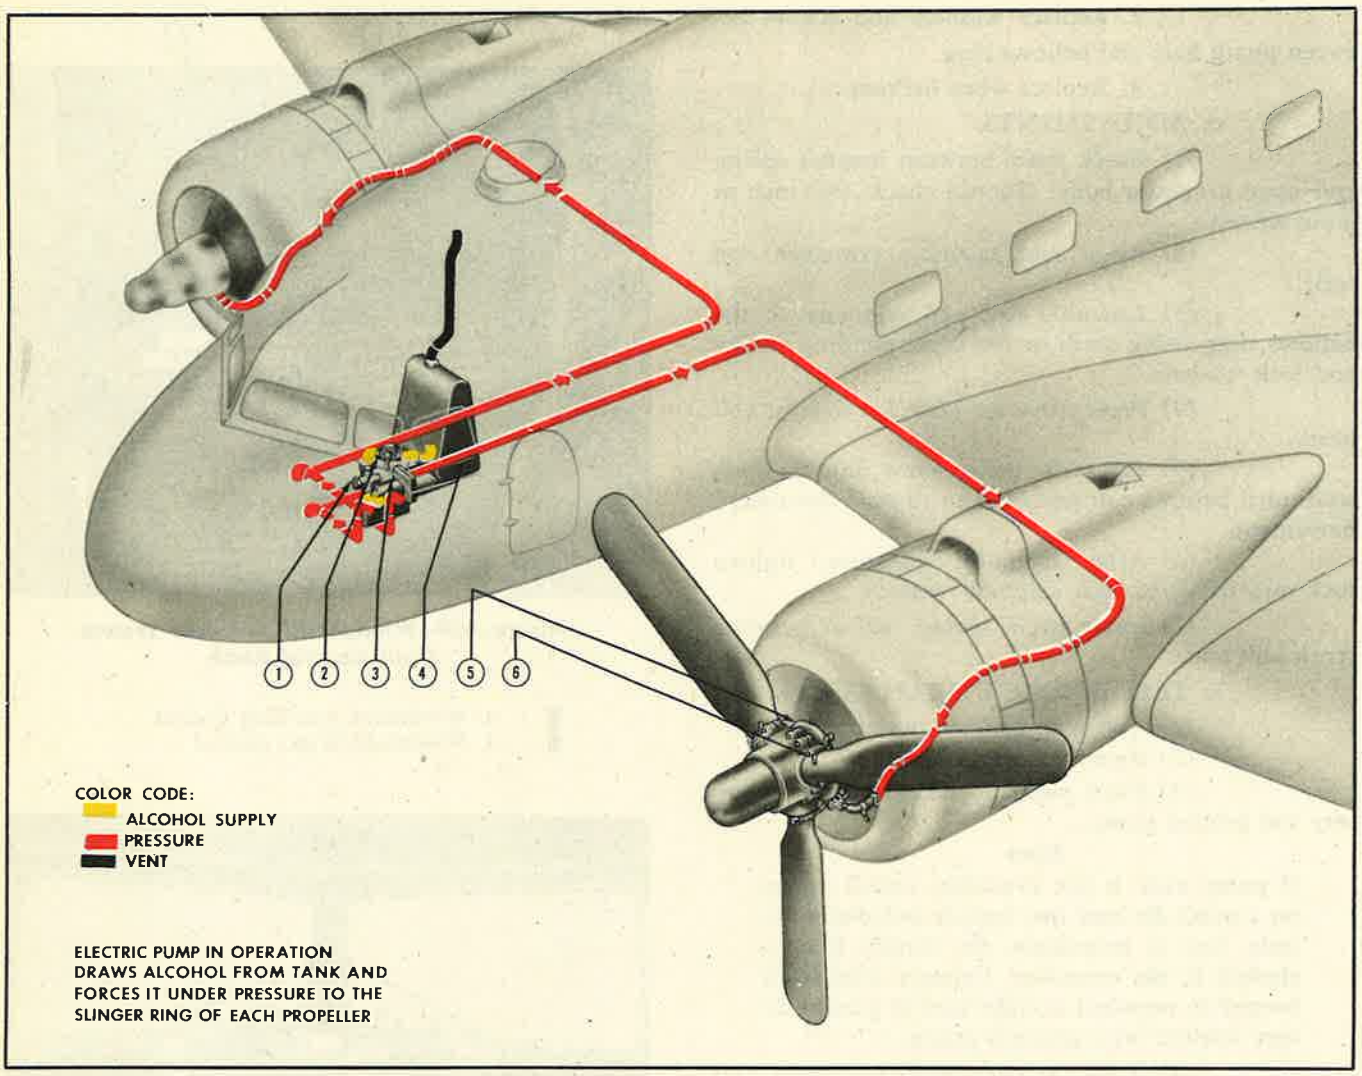
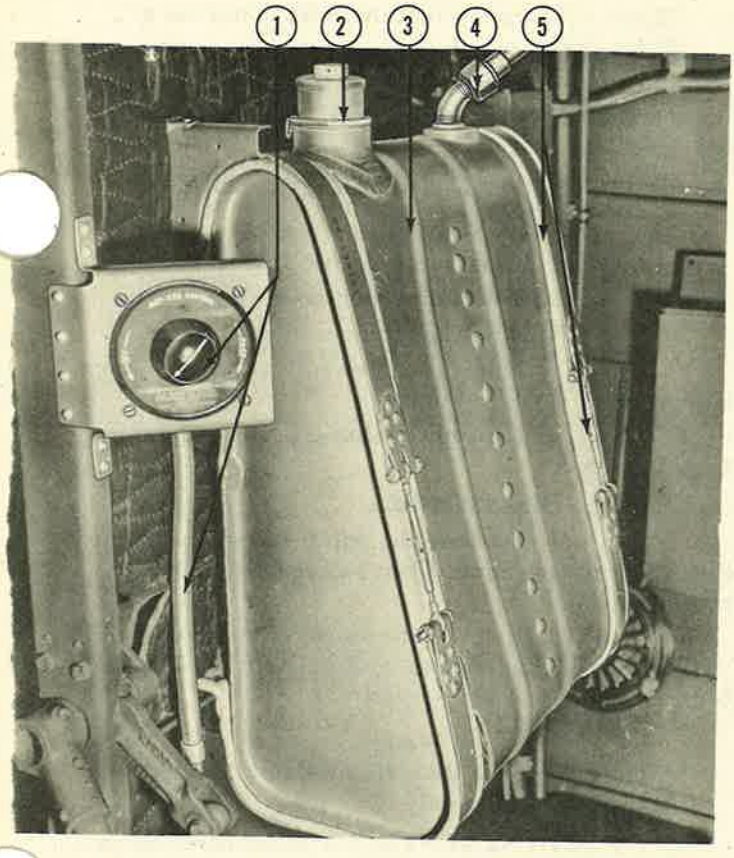
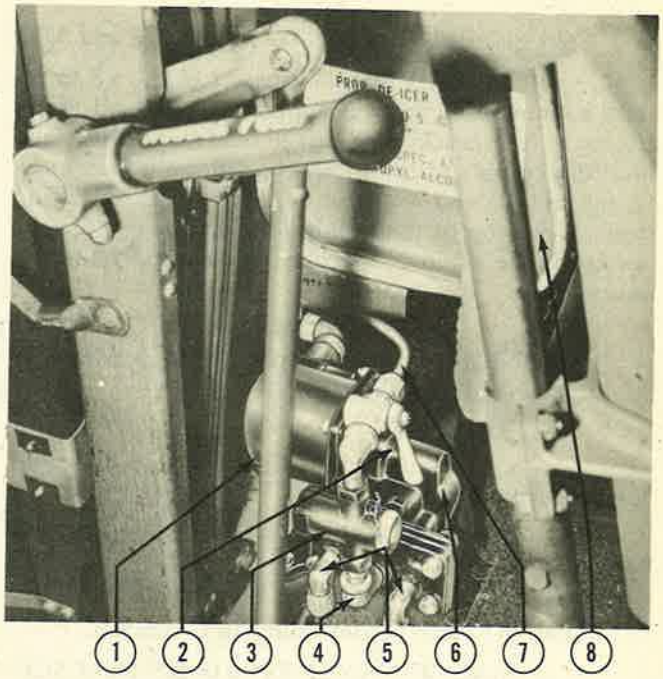
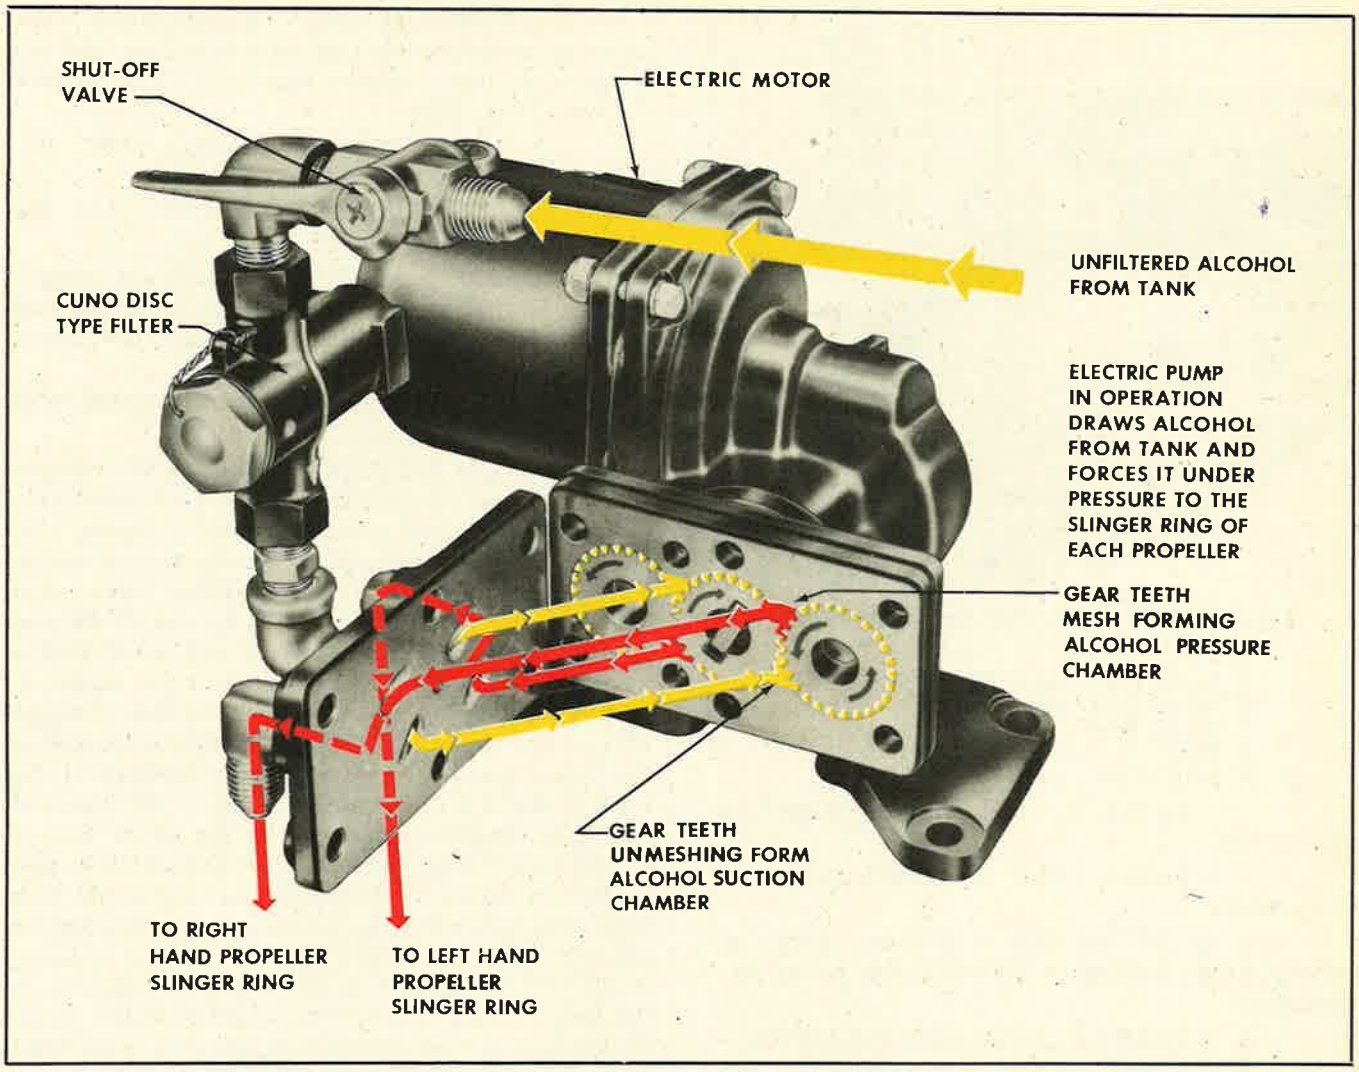

Figure 571—Propeller Anti-Icer System
Figure 572—Propeller Anti-Icer System Fluid Supply Tank and Rheostat
Figure 573—Propeller Anti-Icer System Fluid Supply Tank, Pump and Filter
Figure 574—Propeller Anti-Icer System Pump (Showing Operation)
(2) PROPELLER ANTI-ICER SYSTEM. *(See figure 571.)*
(a) GENERAL.—The propeller anti-icer system is designed to prevent ice from forming on the propeller blades. Fluid is pumped from a supply tank (4, figure 571) through a shut-off valve (2, figure 571), filter (1, figure 571), and electric pump (3, figure 571) into a slinger ring (5, figure 571) on the propeller hub. Distributor lines (6, figure 571) from the ring supply each blade. The pump is turned "ON" or "OFF" by a switch on the pilot's electrical control panel. A rheostat (1, figure 572) to the right of the tank regulates the fluid flow by controlling the speed of the electric motor. (Refer to paragraph 14*.l.*(2), this section.)
(b) SUPPLY TANK. *(See figures 572 and 573.)*
1. DESCRIPTION.—The 4.2 U. S. (3.5 Imperial) gallons dural tank is supported by metal straps riveted to four brackets riveted to the front of the bulkhead directly aft of the pilot. On top are a filler neck (2, figure 572) and vent line (4, figure 572) extending through the top of the bulkhead and fuselage. On the bottom is the drain connection to the supply line (7, figure 573).
(See 1 and 6, figure 573 and figure 574.)
(See figure 574 and 3, figure 573.)
(See figure 574 and 2, figure 573.)